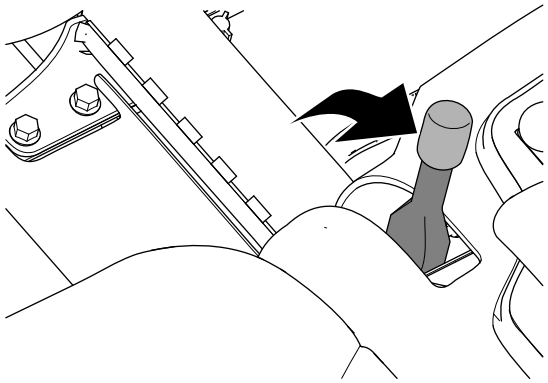

**Figure 33**
2. Serrez le frein de stationnement (Figure 33).